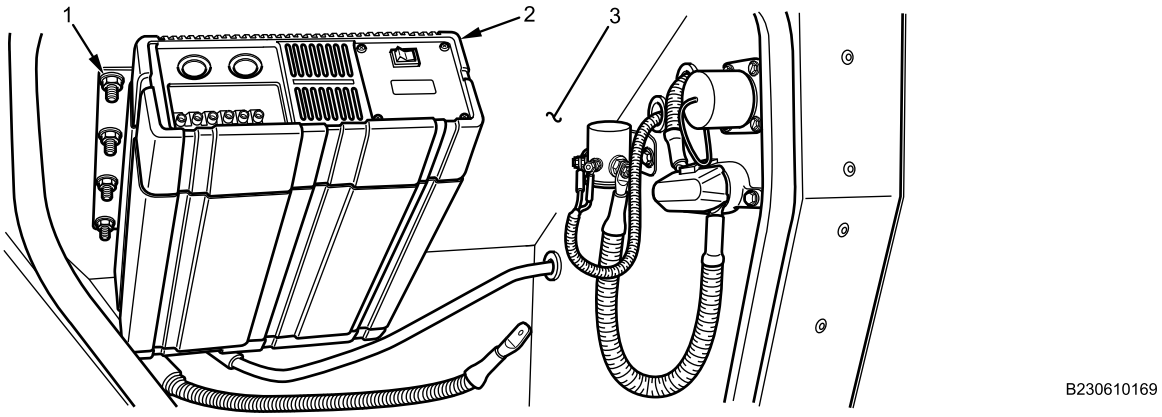

Figure 4. Inverter Mounting Nuts.
5. Remove eight flanged nuts (Figure 4, Item 1) securing inverter (Figure 4, Item 2) to stowage bin (Figure 4, Item 3). Set inverter on floor of stowage bin.